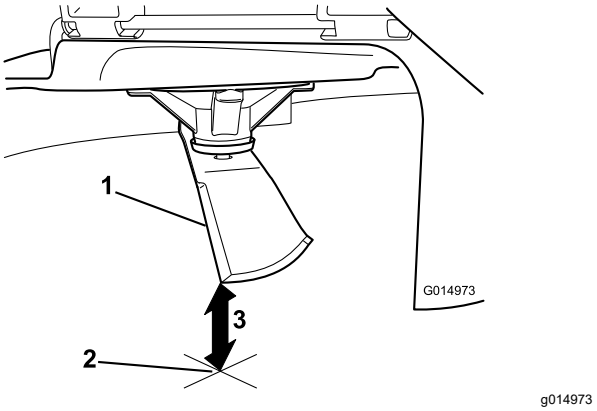

Figuur 61
5. Meet de afstand tussen het uiteinde van het mes en de vlakke ondergrond (Figuur 61).